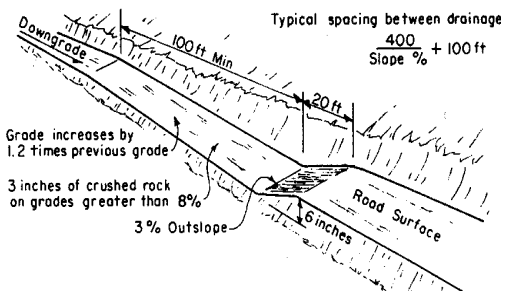

Figure 1- **Use broad-based dips on roads with grades of 10% or less.**
- Install broad-based dips, (see *Figure 1*) culverts, rock chutes and other measures as needed to safely convey surface water away from roadbed.